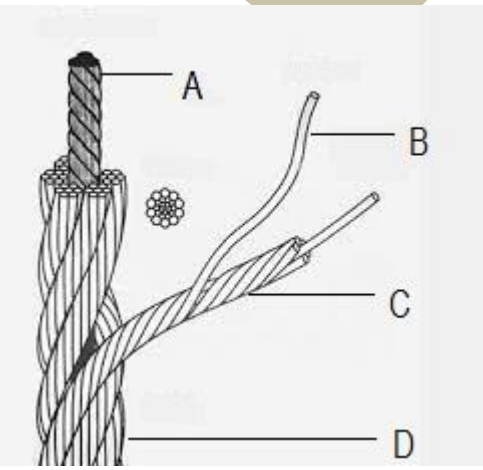

FIGUUR 3 (4)
7.2 Bestudeer die samestel van 'n staalkabel in FIGUUR 3 hier onder en benoem die verskillende dele. Skryf in die ANTWOORDBOEK slegs die naam van elke deel langs die letter (A–D) neer.